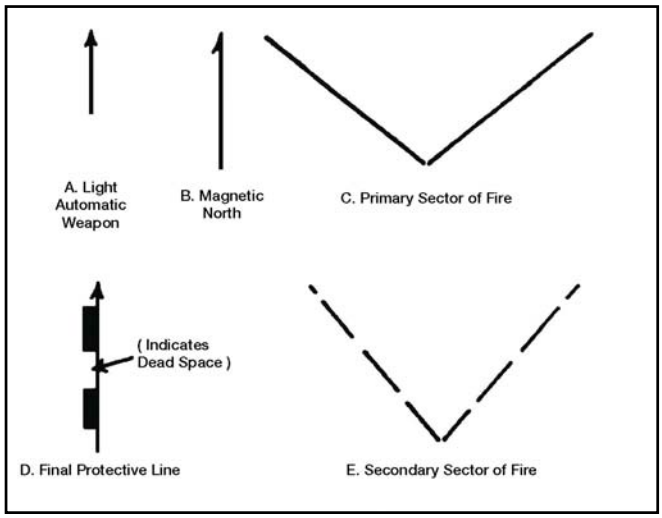

Figure 071-000-0005-1. Symbols.
4. Write all necessary information on the range card. Prepare a duplicate range card for the platoon leader. Include on both copies all sketches, symbols (figure 071-000-0005-1) and data**.**
(1) Center the machine gun position at the bottom of the sketch.
(2) Include any prominent natural and man-made features that a target could use to take cover.
c. Write the following information in the top portion of the range card (figures 071-000-0005-2 and 071-000-0005-3):